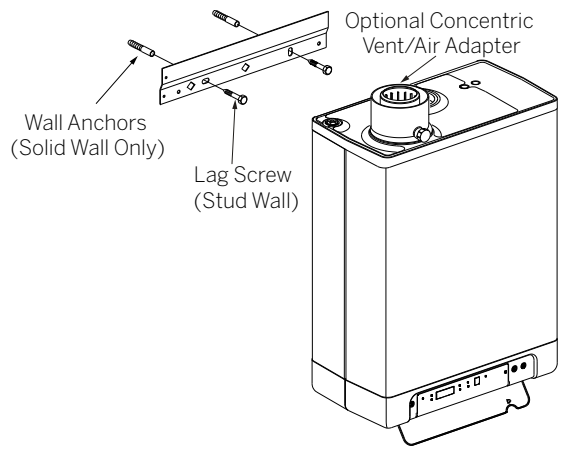

Fig. 2: Wall Mounting the CHALLNENGER
2. For applications using wood studs, install the bracket using the lag screws provided with the appliance, see Fig 2. Ensure both lag screws are installed securely in the studs.
3. For applications using metal studs, install the bracket to the studs using 3/16" [5 mm] toggle bolts and washers (provided by others), see Fig 2.